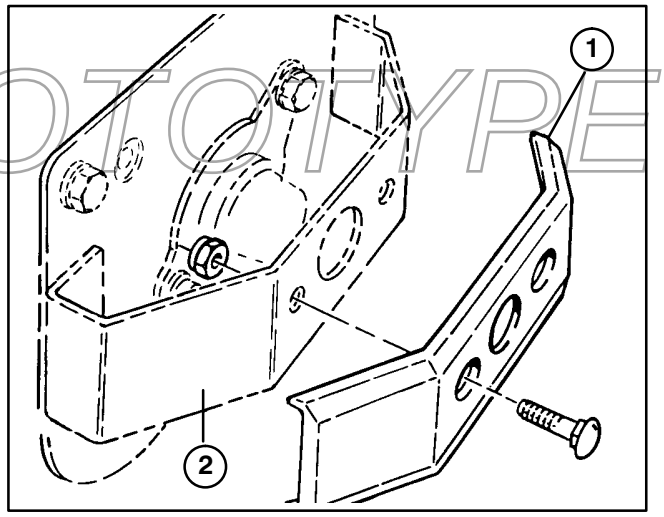

Figure 4
Note: The overall width of cut can be increased by reversing covers on #2 and #3 cutting units. Longer cover to be mounted on drive end of cutting unit. Also, a weight (Toro Part No. 62−6060) must be mounted to guard at opposite end of cutting unit drive with (2) 1/2−13 x 1−1/2" lg. carriage bolts (Part No. 3233−25) and locknuts (3296−45) (Fig. 4).